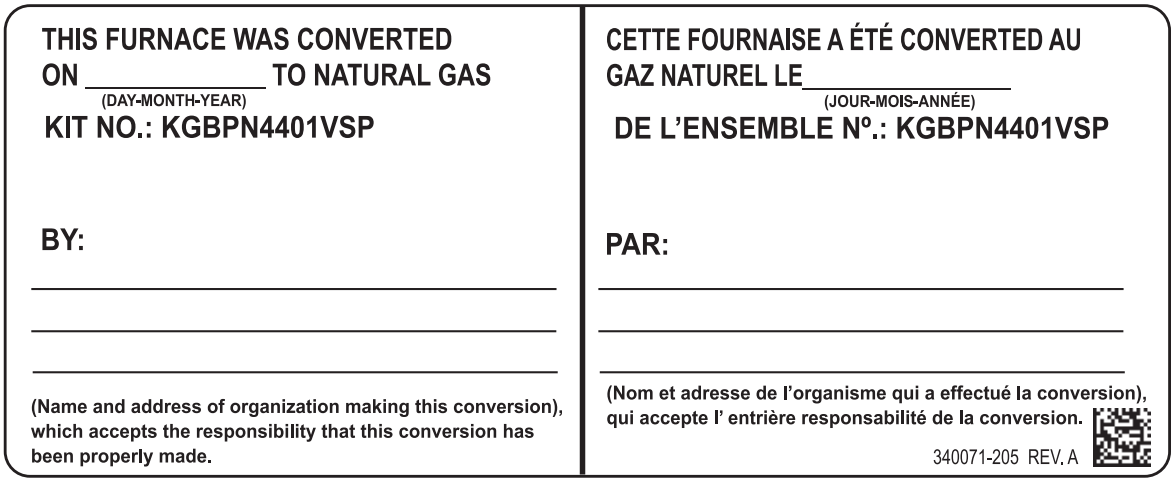

**Fig. 46 - Conversion Responsibility Label**
1. Fill in Conversion Responsibility Label 340071-205 and apply to Blower Access Door of furnace as shown. Date, name, and address of organization making this conversion are required. See Fig. 46.